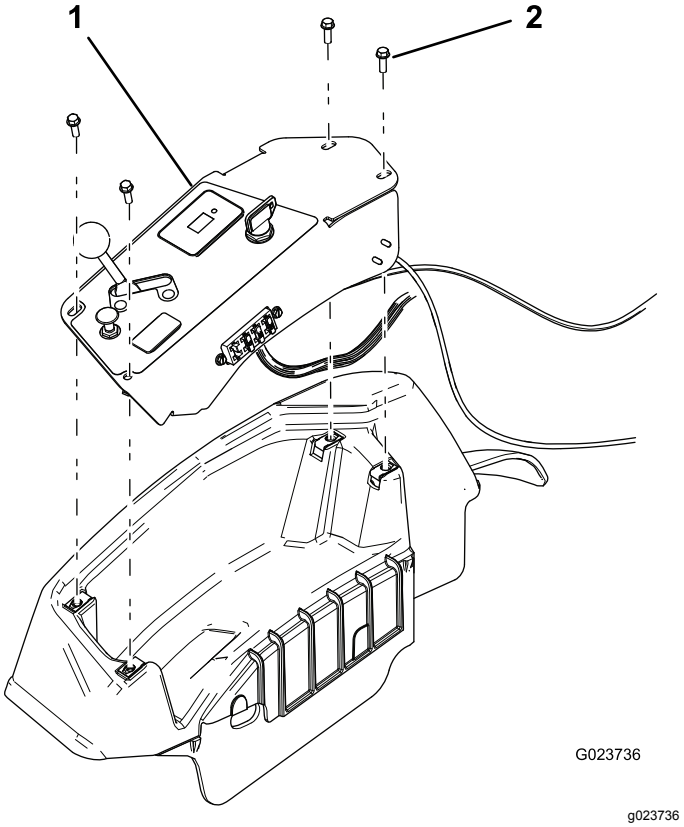

**Figur 32**
2. Afmonter kontrolpanelet (Figur 32).